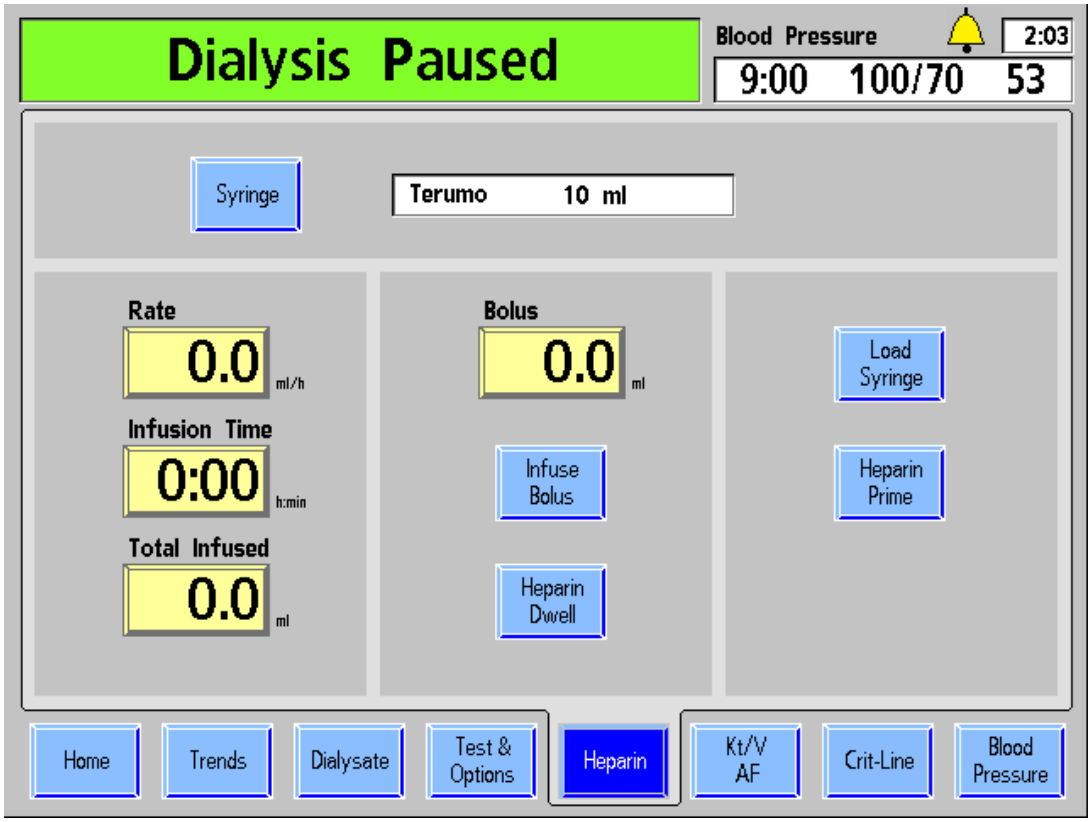

Figure 50 – The Heparin Screen
12. In the "Heparin" screen, set the treatment parameters for Rate, Infusion Time, and Bolus as described in Figure 50 – The Heparin Screen on page 110.